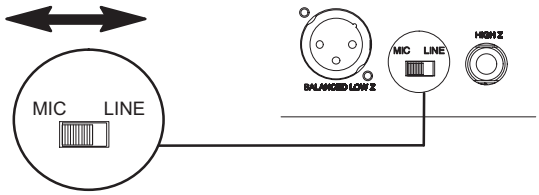

FIGURA 7
4. Se usate l'uscita XLR del ricevitore, accertatevi che l'impostazione dell'interruttore MIC/LINE sia conforme ai requisiti di ingresso del mixer o dell'amplificatore, come illustrato in Figura 7. L'interruttore Mic/Line non ha effetto sull'uscita della presa jack sbilanciata da 1/4 di pollice.